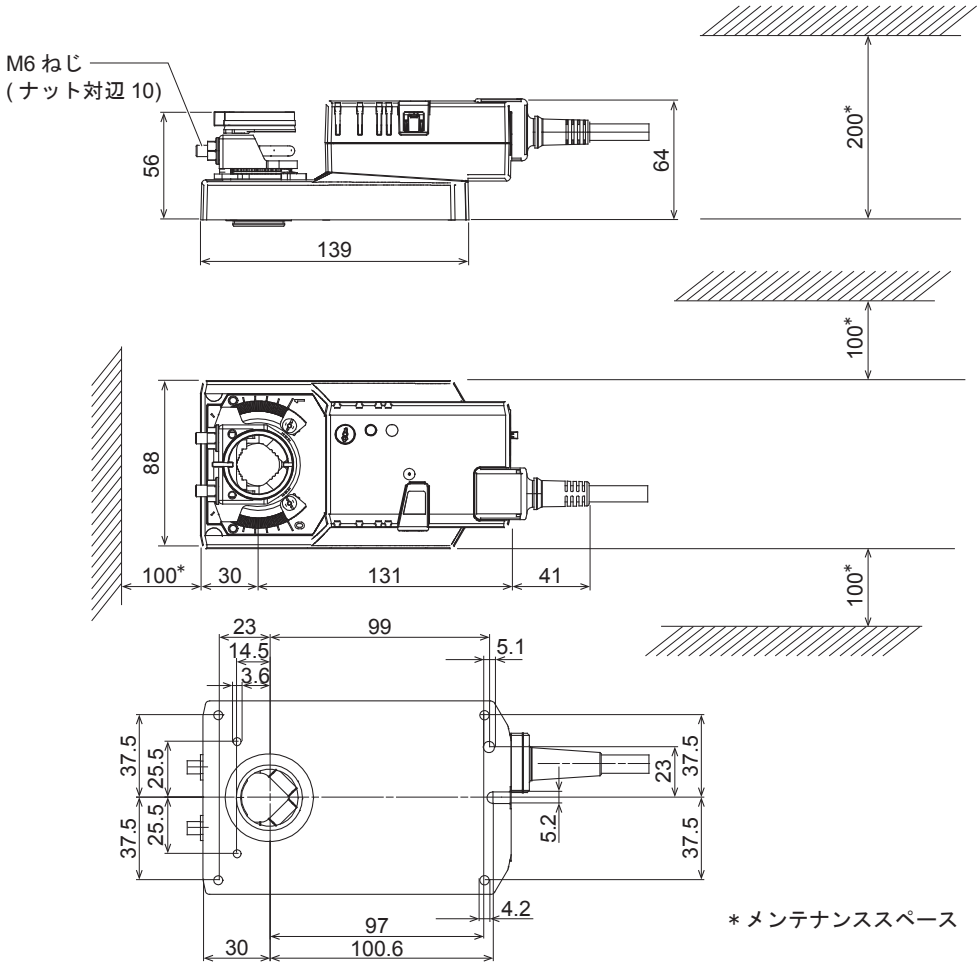

図1　外形寸法図　(mm)
- 本製品を取り付けるときは『図1　外形寸法図（mm）』に示すようなメンテナンススペースを確保してください。
(1) ダンパシャフトを全閉位置にします。